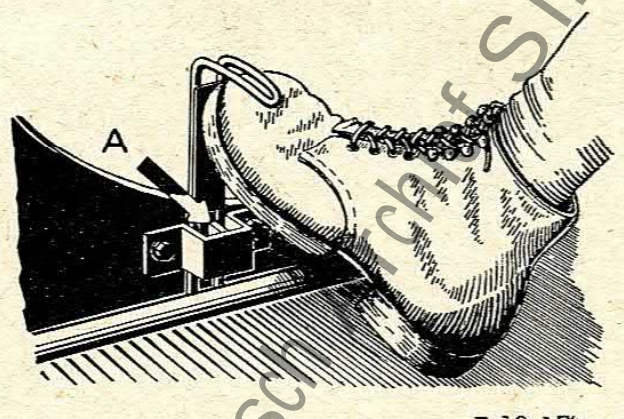

Bild 21.
Die Fußschaltung wird vom Führersitz aus bedient. Durch Hochziehen mit der rechten Fußspitze und Einhängen in die Raste (A) am Bügel wird ausgeschaltet, durch Aushängen und Ablassen eingeschaltet (Bild 21).